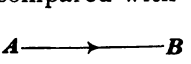

FIG. 2.
81. According to Art. **44,** in order that forces may be compared with one another, three conditions must be fulfilled. These conditions may all be represented by a line; hence, we may represent forces by lines. Thus, in Fig. 2, let A be the point of application of the force, let the length of the line AB represent its magnitude, and let the arrowhead indicate the direction in which the force acts; then, the line AB fulfils the three conditions and the force is fully represented.